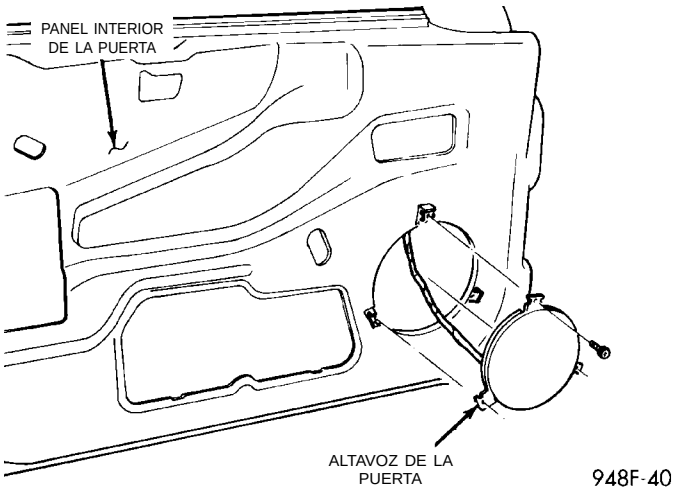

Fig. 9 Altavoz de la puerta delantera
(1) Retire el panel, consulte el Grupo 23, Carrocería.
(2) Retire los tres tornillos de retención del altavoz (Fig. 9).
(3) Retire el conjunto del altavoz y desconecte el conector del cable.